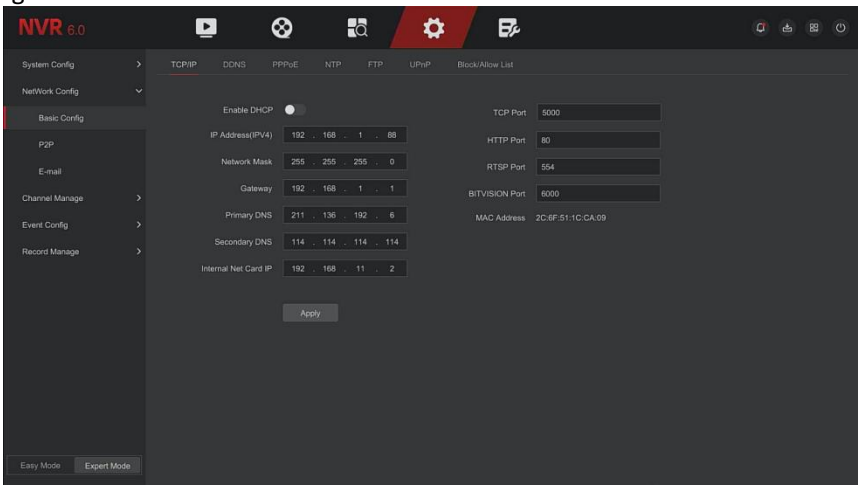

Figure 5-64
Step 1: In the main menu, click " Config → Expert Mode → Network Config → Basic Config → TCP/IP" to enter TCP/IP toset the interface, as shown in Figure 5-64 below.